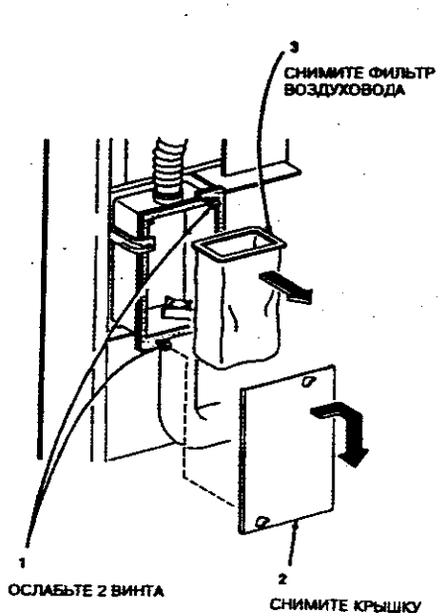

**Рисунок 1. Снятие фильтра воздуховода**
2. (Рисунок 1) Снимите фильтр воздуховода.